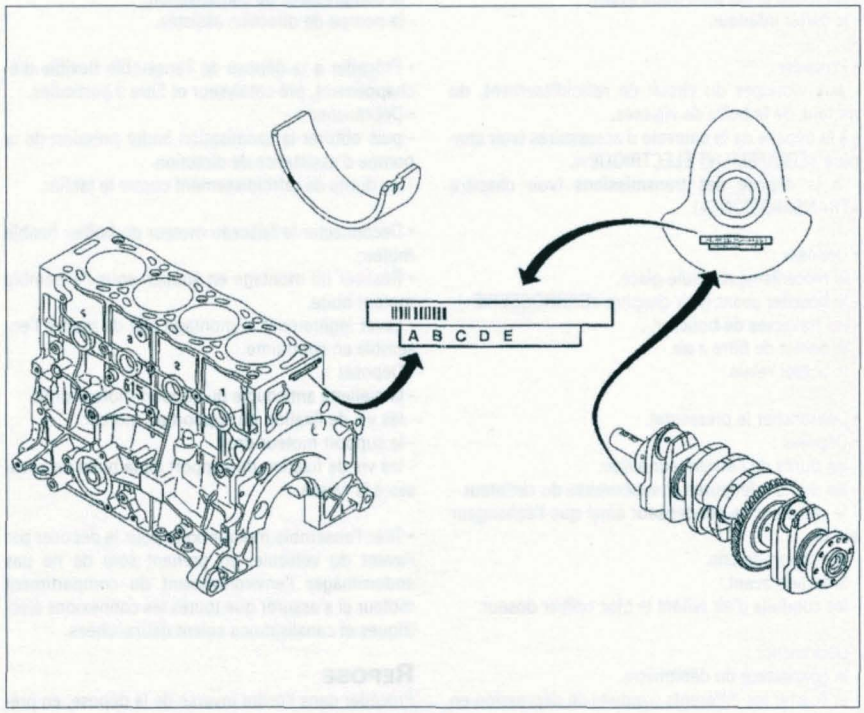

FIGURE 1-32
• Des repères sur le bloc-cylindres (côté volant moteur) et sur le vilebrequin (contrepoids côté distribution) permettent leur appariement. Les repérages sont réalisés au moyen d'un code comportant 5 caractères d'identification des coussinets à monter. Chaque caractère correspond à un tourillon classé dans l'ordre croissant du n°1 au n°5 (n°1 côté volant moteur) **(figure 1-32)**.